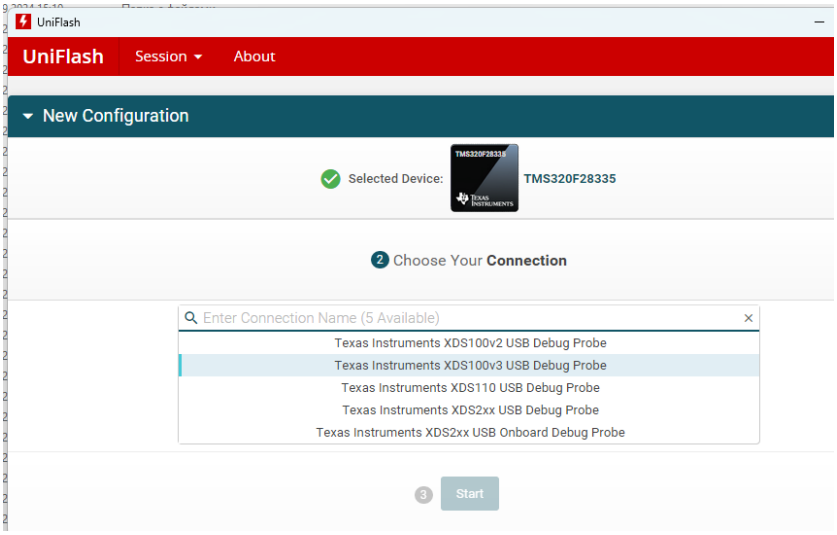

Рисунок 3. Выбор программатора
5.1.2.5 В следующем окне выбрать используемый программатор и нажать кнопку Start. (см. рисунок 3).